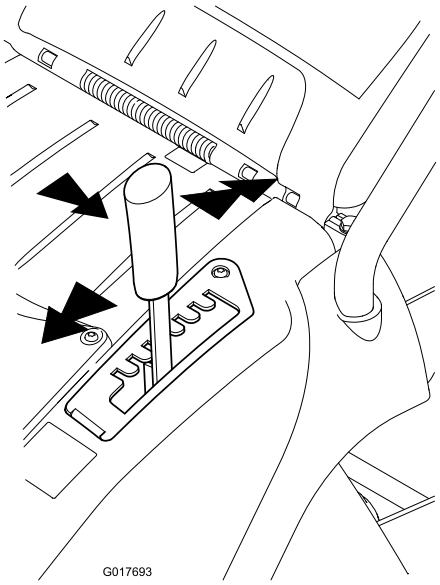

Figur 11
1. Grip håndtaket og dra sidelengs for å koble det fra låsehakket (Figur 11).
2. Skyv den fremover for å senke, eller dra den bakover for å heve klippehøyden (Figur 11).
3. Utløs spaken i ønsket posisjon, og påse at den låses i et av de åtte innstillingshakkene (Figur 11).